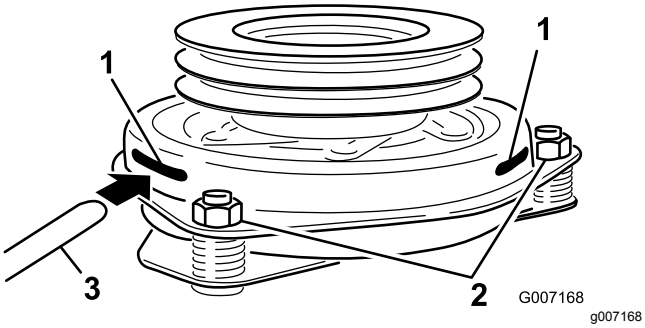

Figur 79
9. Sett inn et 0,381–0,533 mm følerblad gjennom kontrollslissen på siden av enheten (Figur 79).
10. Stram låsemutrene til følerbladet sitter fast, men er løst nok til at det beveger seg lett i luftgapet (Figur 79).